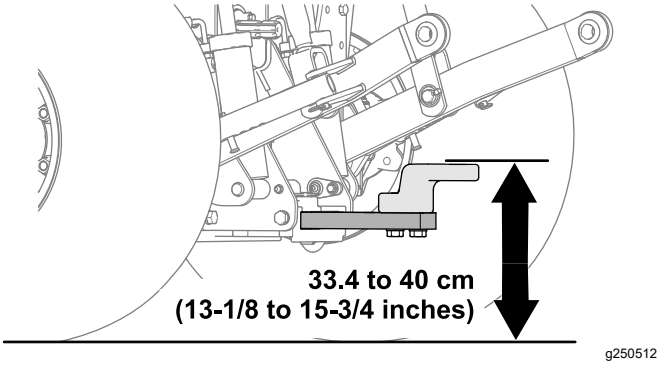

Figuur 27
- Werkhoogte: 33,4 tot 40 cm; raadpleeg Figuur 27.